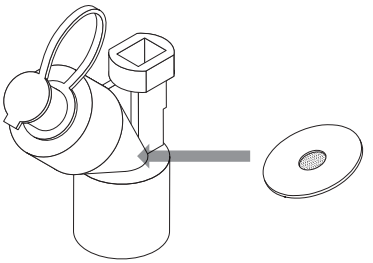

Figur 2. Aerogen Palladium vibrerande nätteknik
- Anbringa inte för mycket tryck på den kupolformade hålplattan i mitten på nebulisatorn (figur 2).